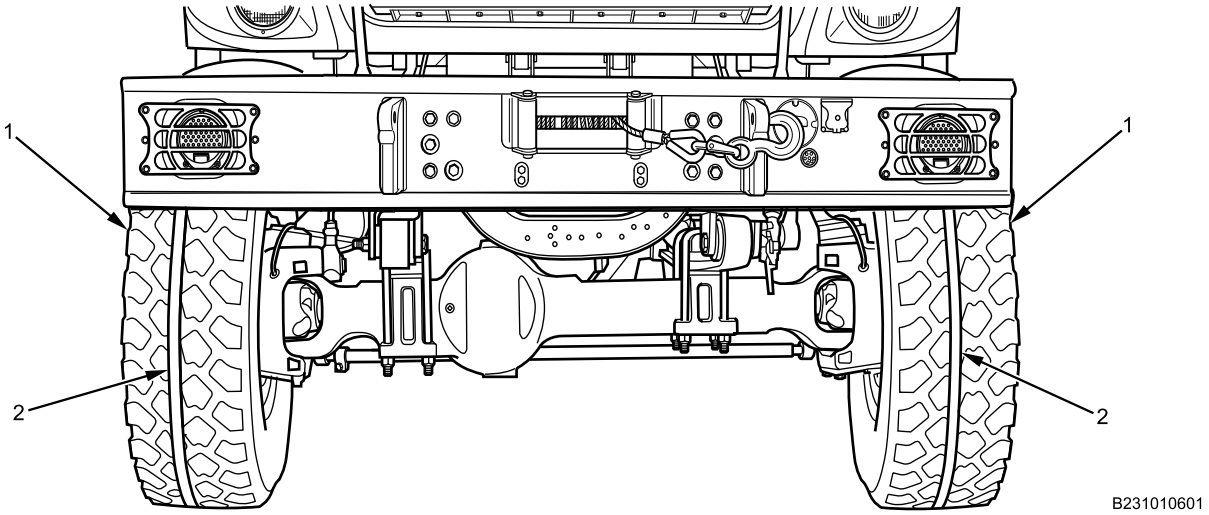

Figure 1. Preparing Tires.
2. Position front tires (Figure 1, Item 1) pointing straight ahead.
3. Rotate tires (Figure 1, Item 1) and apply tape (Figure 1, Item 2) in center of tread around circumference of front tires.